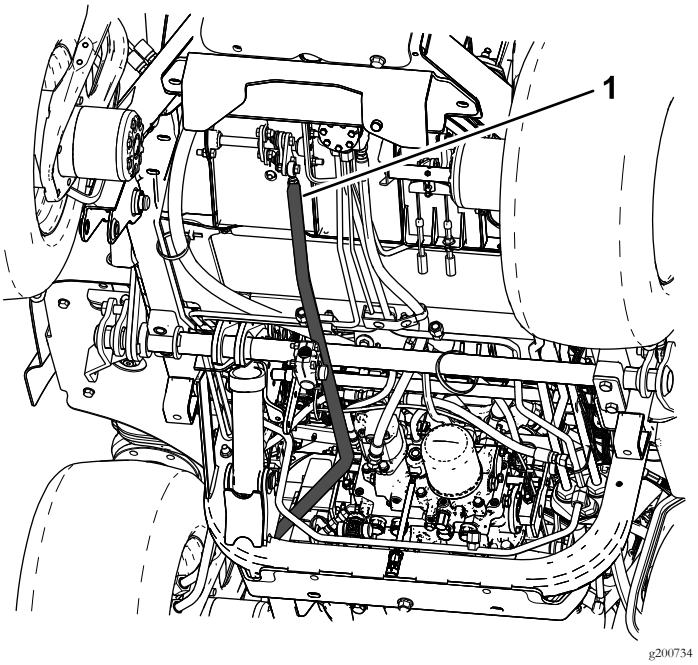
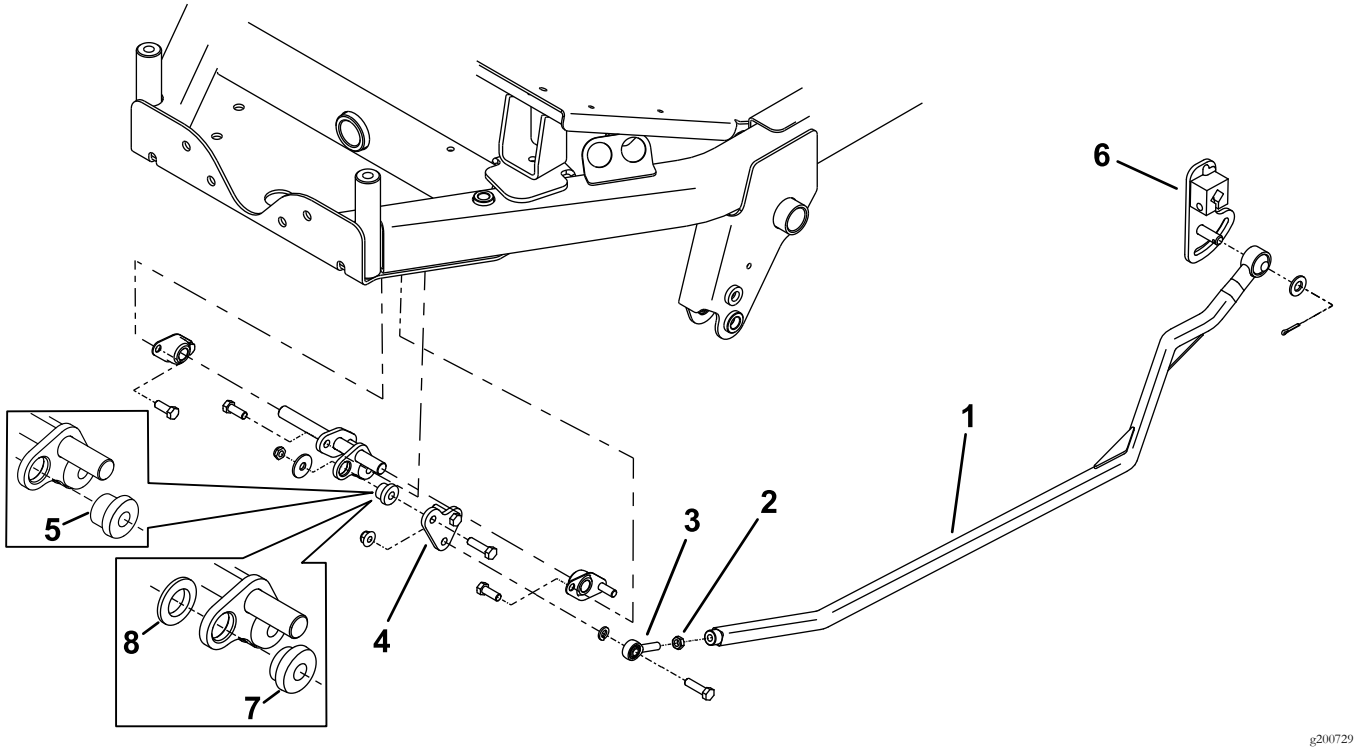

Figura 5
Figura 6
2. Rimuovete l'asta della trazione preesistente dal braccio della leva della trazione e la tiranteria anteriore (Figura 5).
3. Montate il cuscinetto dell'estremità dell'asta e il controdado sull'asta della trazione (Figura 6).
4. Montate la piastra di collegamento e i supporti in gomma o plastica (Figura 6).
Nota: Utilizzate i supporti in plastica o gomma per questo kit, a seconda di quale tipo vi offre le sensazioni migliori quando utilizzate la macchina. Si raccomanda di utilizzare i supporti in gomma per una macchina con cabina, dal momento che aiutano a ridurre il rumore nella cabina (Figura 6).
5. Montate la nuova asta della trazione sul braccio della leva della trazione e la tiranteria anteriore (Figura 5 e Figura 6).